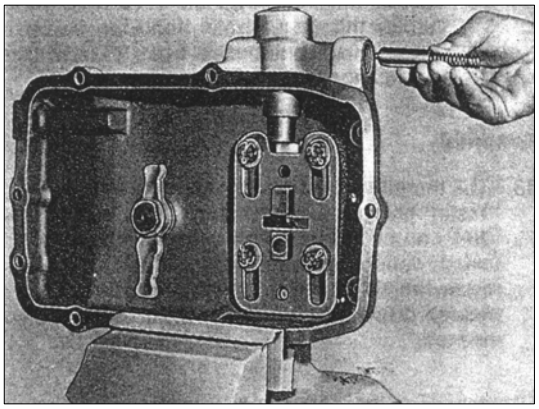

РИС. 228
4) Открутите маленькую заглушку спец. инструментом №312 5890 111. Уберите штифт и пружину (см. рис.228).
2) Установите блокировочный штифт и нажимную пружину в отверстие на верхней обкладке (см. рис.228) и затяните втулку с резьбой спец. инструментом № 3125890111 с усилием 2 кг·м. повторно соберите сапун и установите его на место.